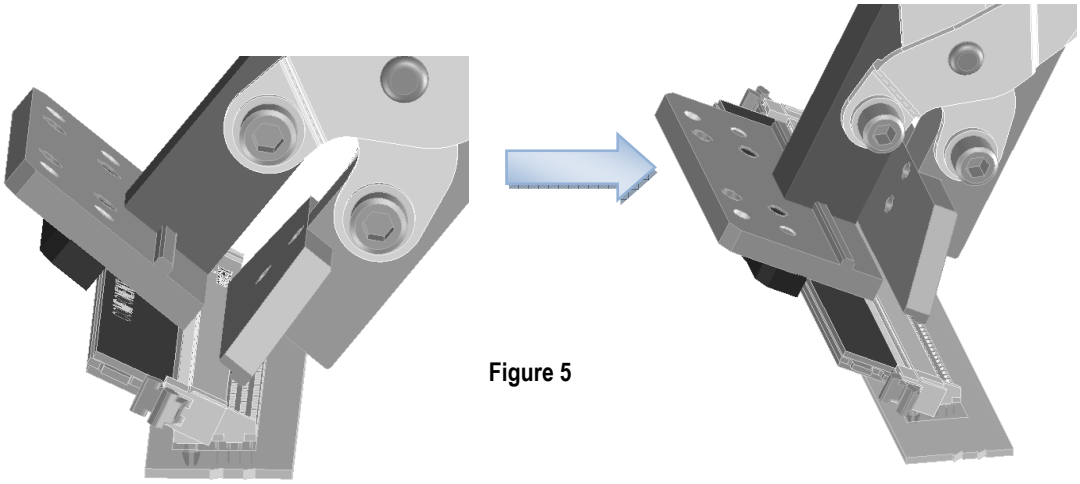

Figure 5
6. Place the tool on the back edge of the MiniDIMM socket, and then rotate the tool downward so the jaw with the long lip is behind the memory card. See Figure 5.